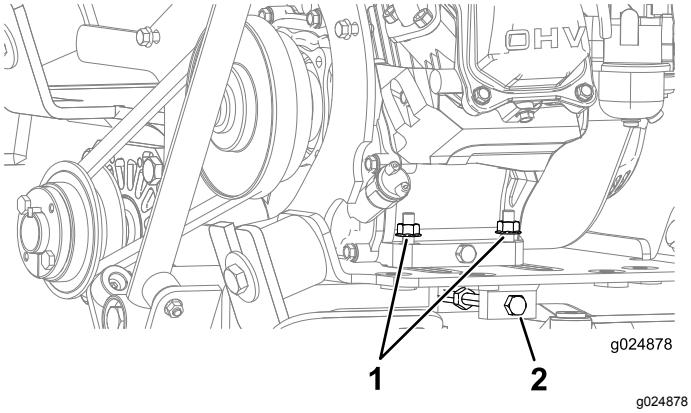

**Figure 28**
3. Loosen the 2 flange nuts (8 mm) that secure the back of the engine (Figure 28).
4. Loosen the jam nut, and rotate the belt-tensioning bolt clockwise to tension the belt, or rotate the belt-tensioning bolt counterclockwise to loosen the tension on the belt (Figure 28).
8. Tighten the 2 flange nuts (8 mm) that secure the back of the engine to 23 to 29 N·m (17 to 21 ft-lb) as shown in Figure 28.